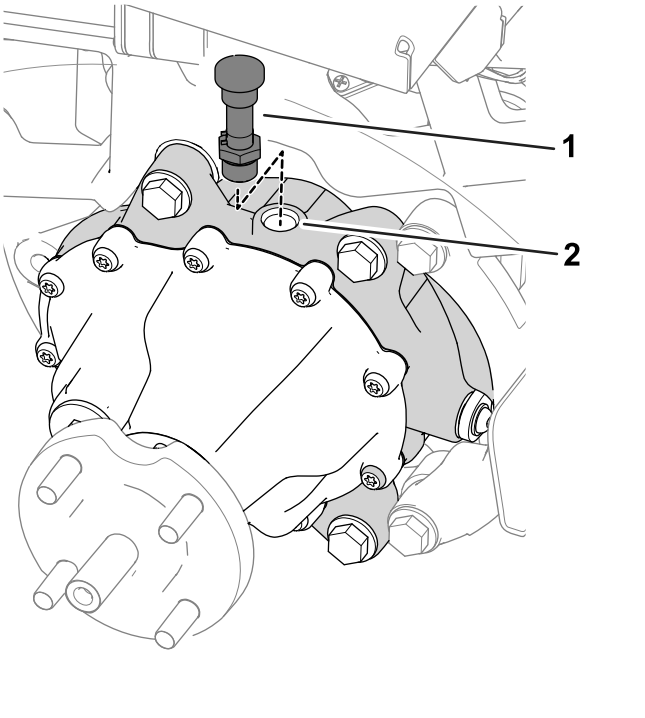

Figur 49
7. Fjern udluftningsslangen og -fittingen fra toppen af gearkassen (Figur 49).
9. Sæt udluftningsslangen og -fittingen i påfyldningshullet (Figur 49).